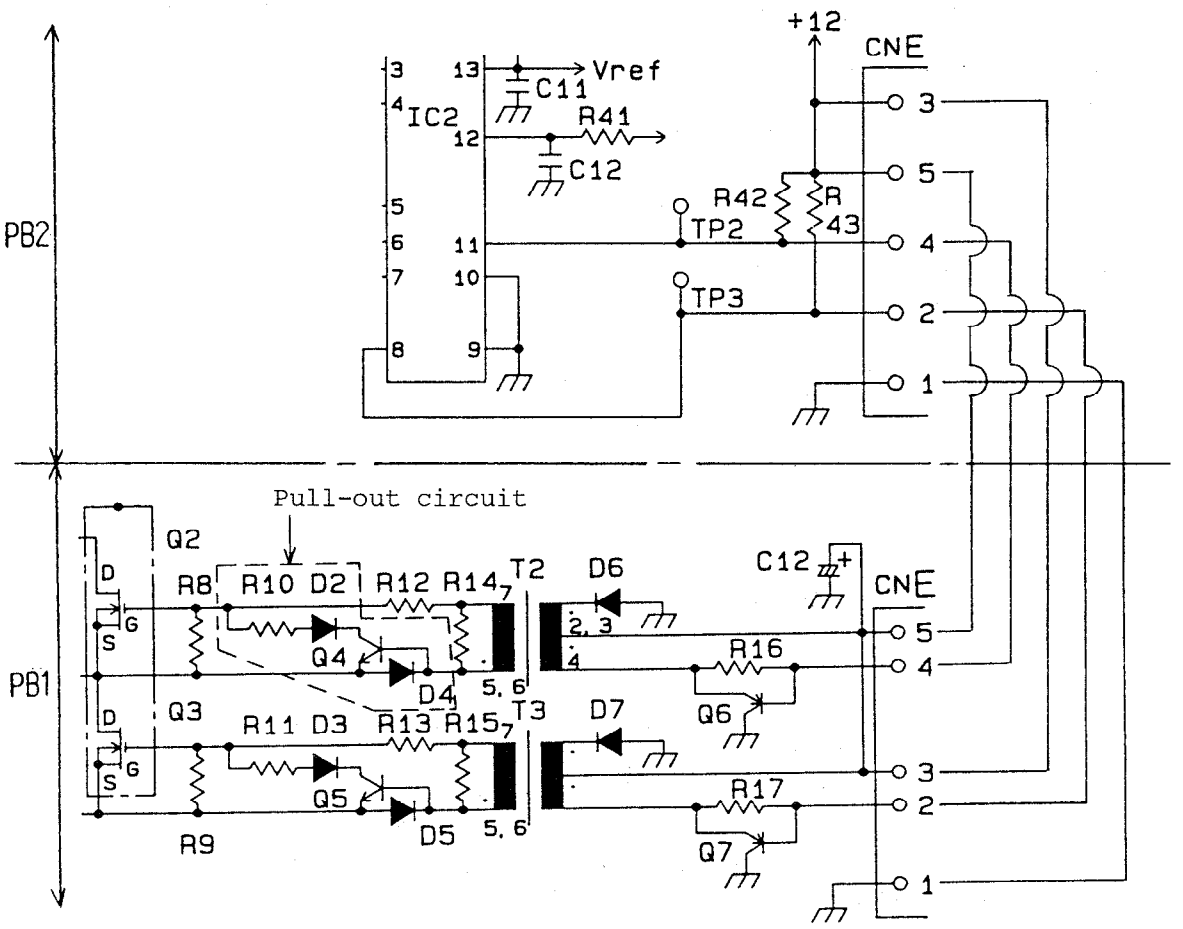

Fig. 14 Driver circuit
(19) DRIVER-CIRCUIT (PB1) (Fig. 14)